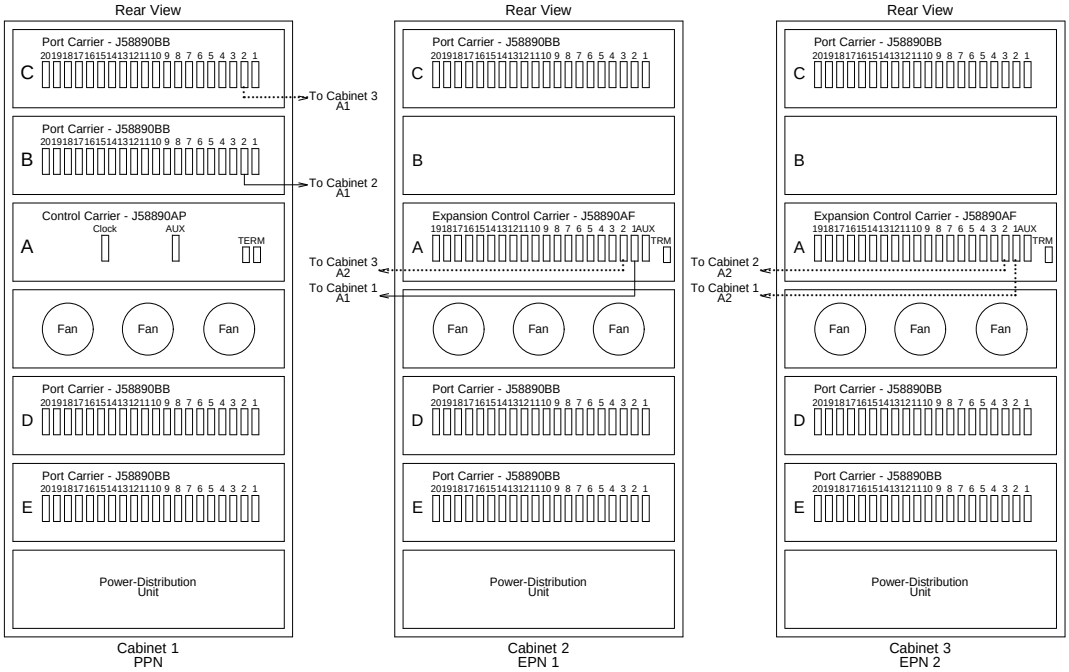
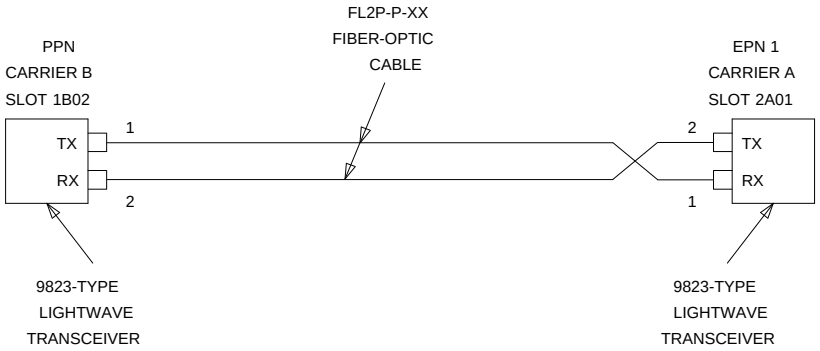
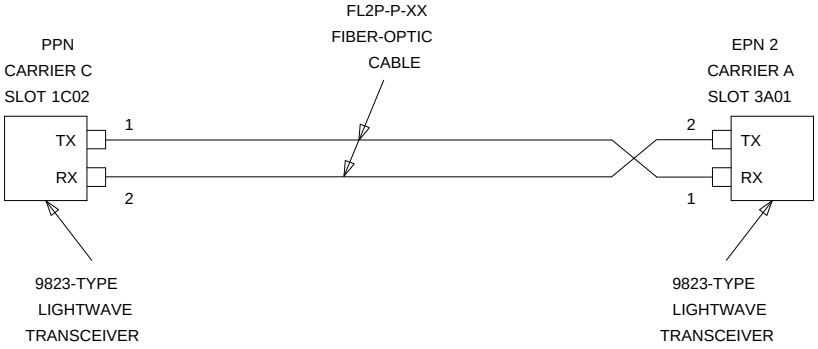
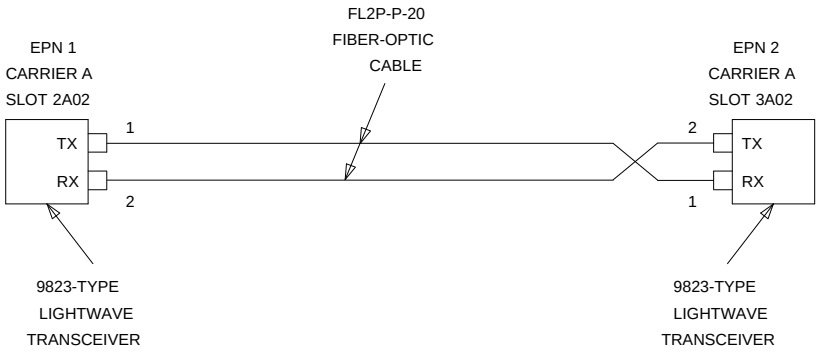

Figure 6-9. Standard-Reliability G3r V4 with Two or Three Port Networks
Figure 6-10. Fiber-Optic Connections PPN to EPN1
Figure 6-11. Collocated Fiber-Optic Connections PPN to EPN2
Figure 6-12. Collocated Fiber-Optic Connections EPN1 to EPN2
The connectors on the lightwave transceivers are labeled either “TX” (transmit) or “RX” (receive), while the fibers attached to each connector are numbered either ‘‘1’’ or ‘‘2.’’ A viable fiber connection is only made when both fibers in each cable (that is, ‘‘1’’ and ‘‘2’’) route from the “TX” connector of a port network to the “RX” connector of its adjacent port network. For an example, refer to Figure 6-10.)
1. Behind port carrier B of PPN cabinet 1 (see Figure 6-9, Figure 6-10, Figure 6-11, and Figure 6-12):